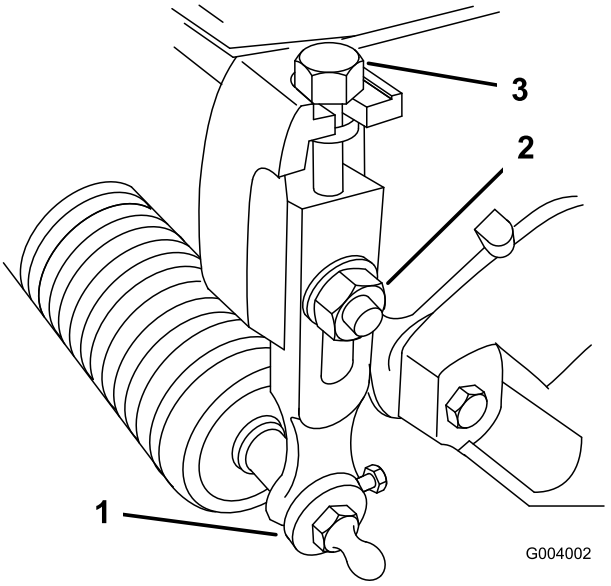

Figur 14
1. Løsne låsemuttrene som fester klippehøydearmene til klippeenhetens sideplater (Figur 14).